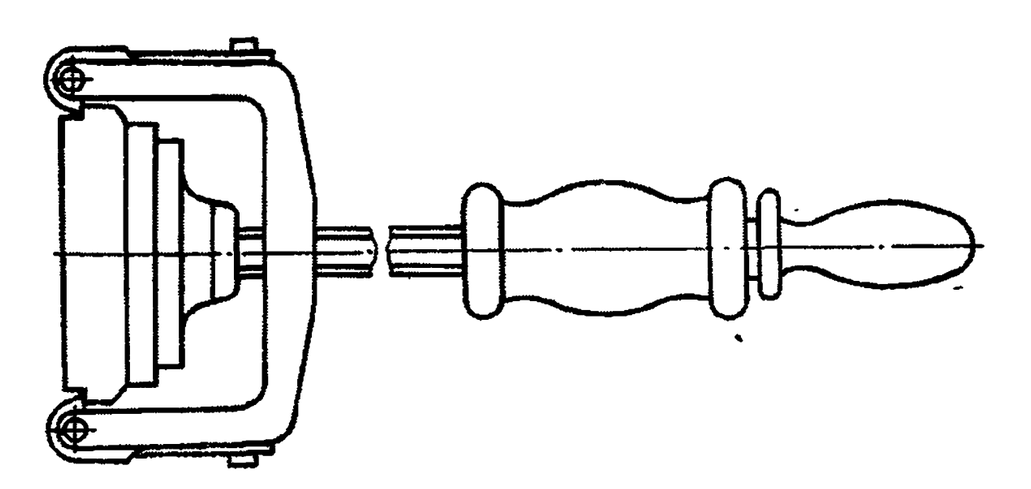

Рис. 35. Съемник И801.17.000 крышки нижней головки шатуна
5. Съемником И801.17.000 (рис. 35) снимите нижнюю крышку шатуна	Съемник